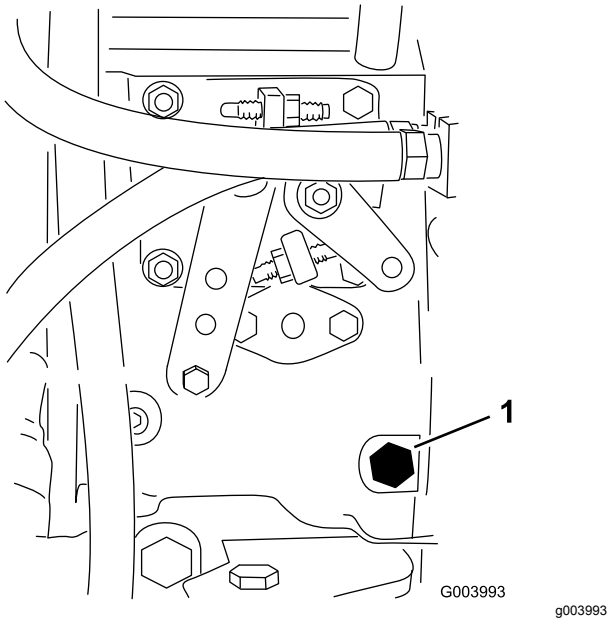

Figur 31
3. Åpne lufteskruen på pumpen for drivstoffinnsprøyting (Figur 31) med en 12 mm-skrunøkkel.